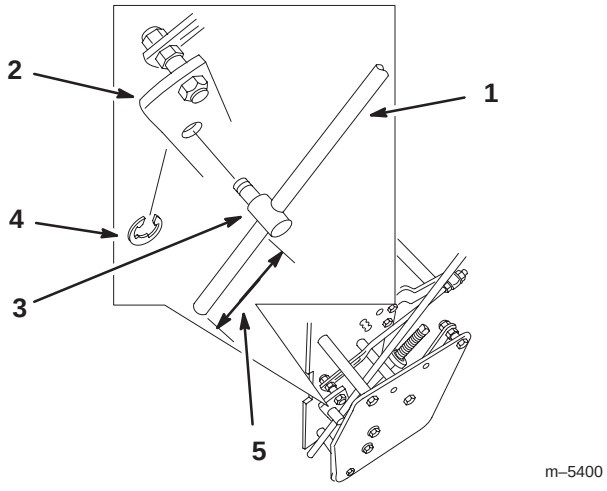

Figure 8
4. Thread rod fittings equal distance onto each control rod. For a starting point, thread rod fittings onto control rod approximately 2–1/2 inch (64 mm) from the bottom (Fig. 8).
5. Install rod fittings to idler brackets with clevis pins and e–ring (Fig. 8).